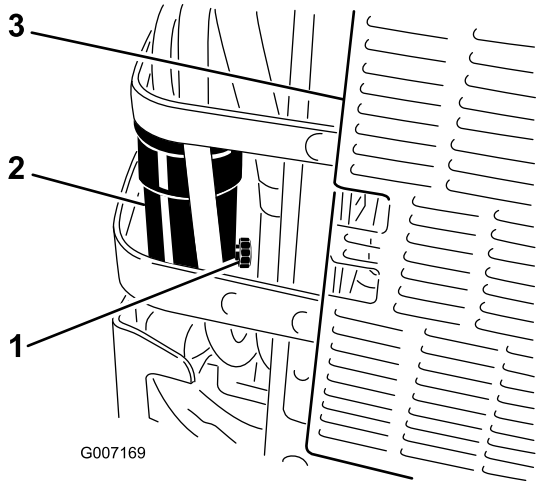

**Figuur 43**
6. Open de aftapklep op de waterafscheider ongeveer één slag om water en andere verontreinigingen weg te laten lopen (Figuur 43).
7. Sluit de aftapklep als er dieselbrandstof naar buiten komt (Figuur 43).